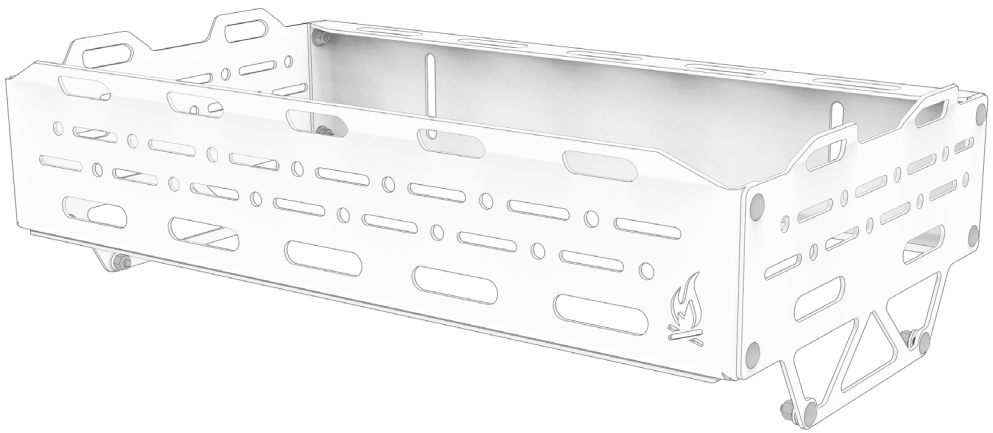

FIG 7
**2.3 Attach Front Panel:** Repeat previous step for the **Front Panel (FIG 7).**